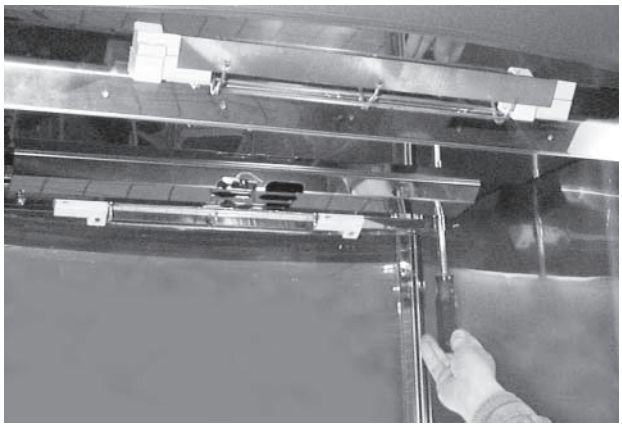

Fig. 59
2. Use a 7/16" nutdriver and unscrew two 7/16" nuts, one on each side of the vent-grate. Remove the vent-grate (Figs. 59, 60).